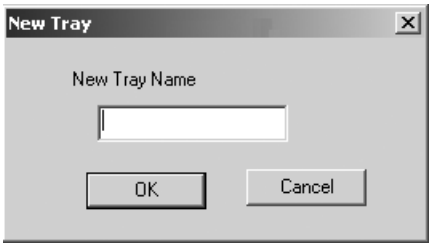

Figure 3-4. The New Tray window.
2. Click **New Tray.** The New Tray window appears (figure 3-4).